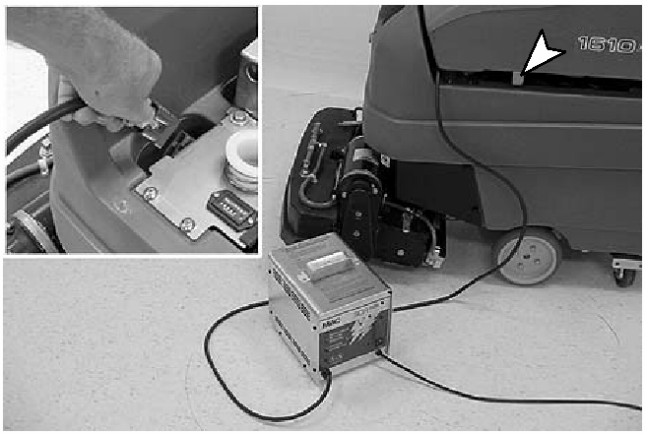

図23
5. 充電器のDCコードを、本機の汚水回収タンク下部のバッテリー充電プラグに接続します。（図23）汚水回収タンクのサポートスタンドを立てて、バッテリー収納部の通気をよくします。